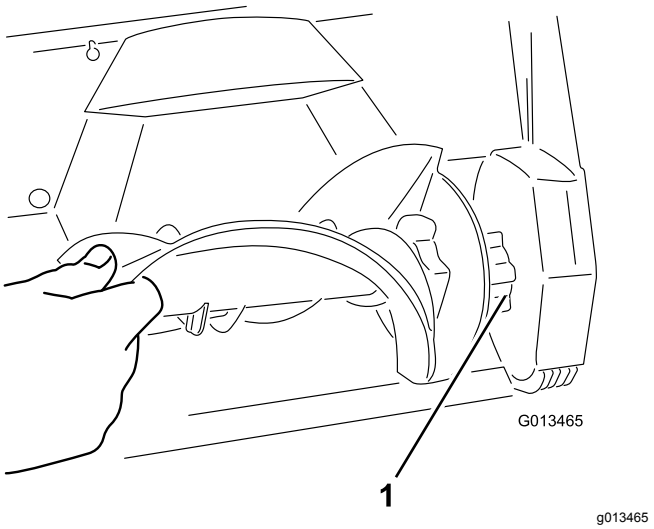

**Figure 17**
4. Pour monter le rotor neuf, insérez son extrémité sur l'extrémité ajustée du carter, et tournez le rotor jusqu'à ce qu'il s'enclenche en position (Figure 17).